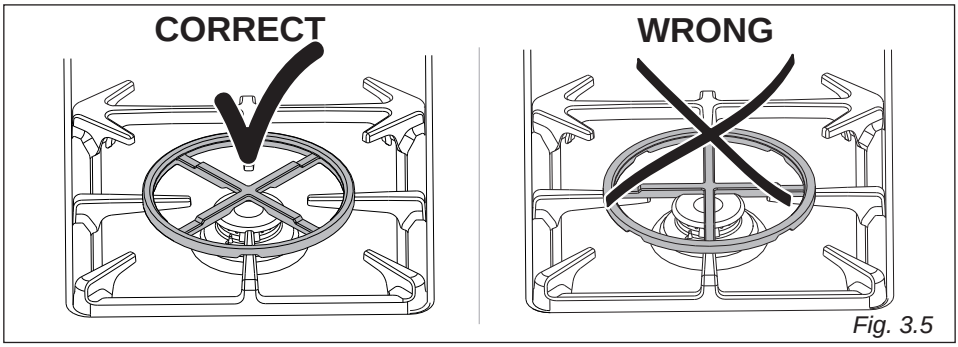

*Fig. 3.5*
**IMPORTANT: To avoid any burner malfunction, this adapter MUST be placed correctly (figs. 3.5, 3.6).**